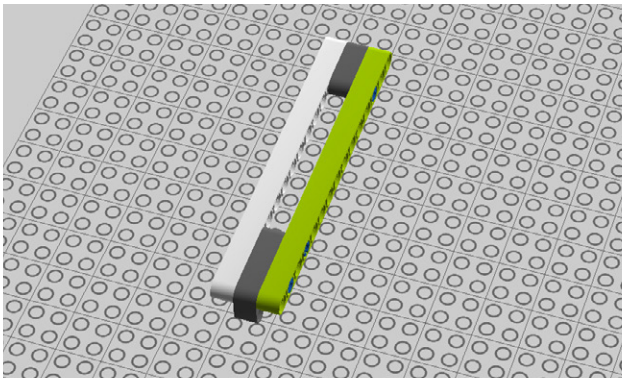

Figure 5-81. *Step 74: Connecting a beam*
74. Add a beam for support (Figure 5-81).